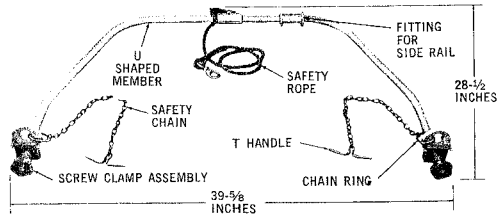

Fig. 19 — C Ladder Support
6.20 The *C Ladder Support* is illustrated in Fig. 19. It consists of two screw clamp assemblies grooved to fit the strand and permanently attached to a U-shaped member made of aluminum alloy pipe. The clamps are equipped with chains for encircling the cable and strand as an added safety measure. The U-shaped member is for rigidly supporting the ladder away from the strand. A rope, attached to the centre of the member, is tied to a rung of the ladder as a safety measure while placing the ladder in the support. The U-shaped member is also equipped with a fitting to receive one side rail of the ladder for locating the ladder centrally in the support. The grooves in the clamps permit attaching the support to either lashed or ring-supported cable without disturbing the cable.